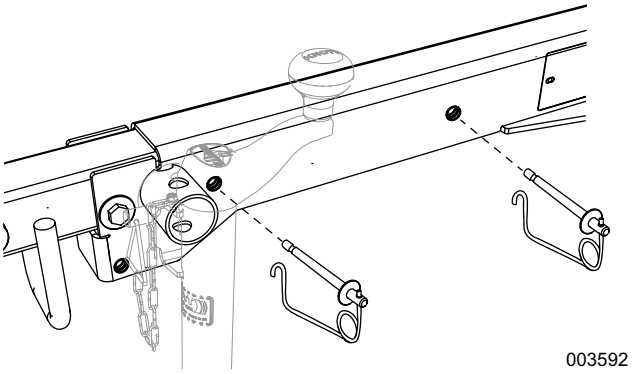

Figure 2-6. Install and Secure Pins
7. See ***Figure 2-6***. Install pins as shown to secure trailer tongue in tow position.